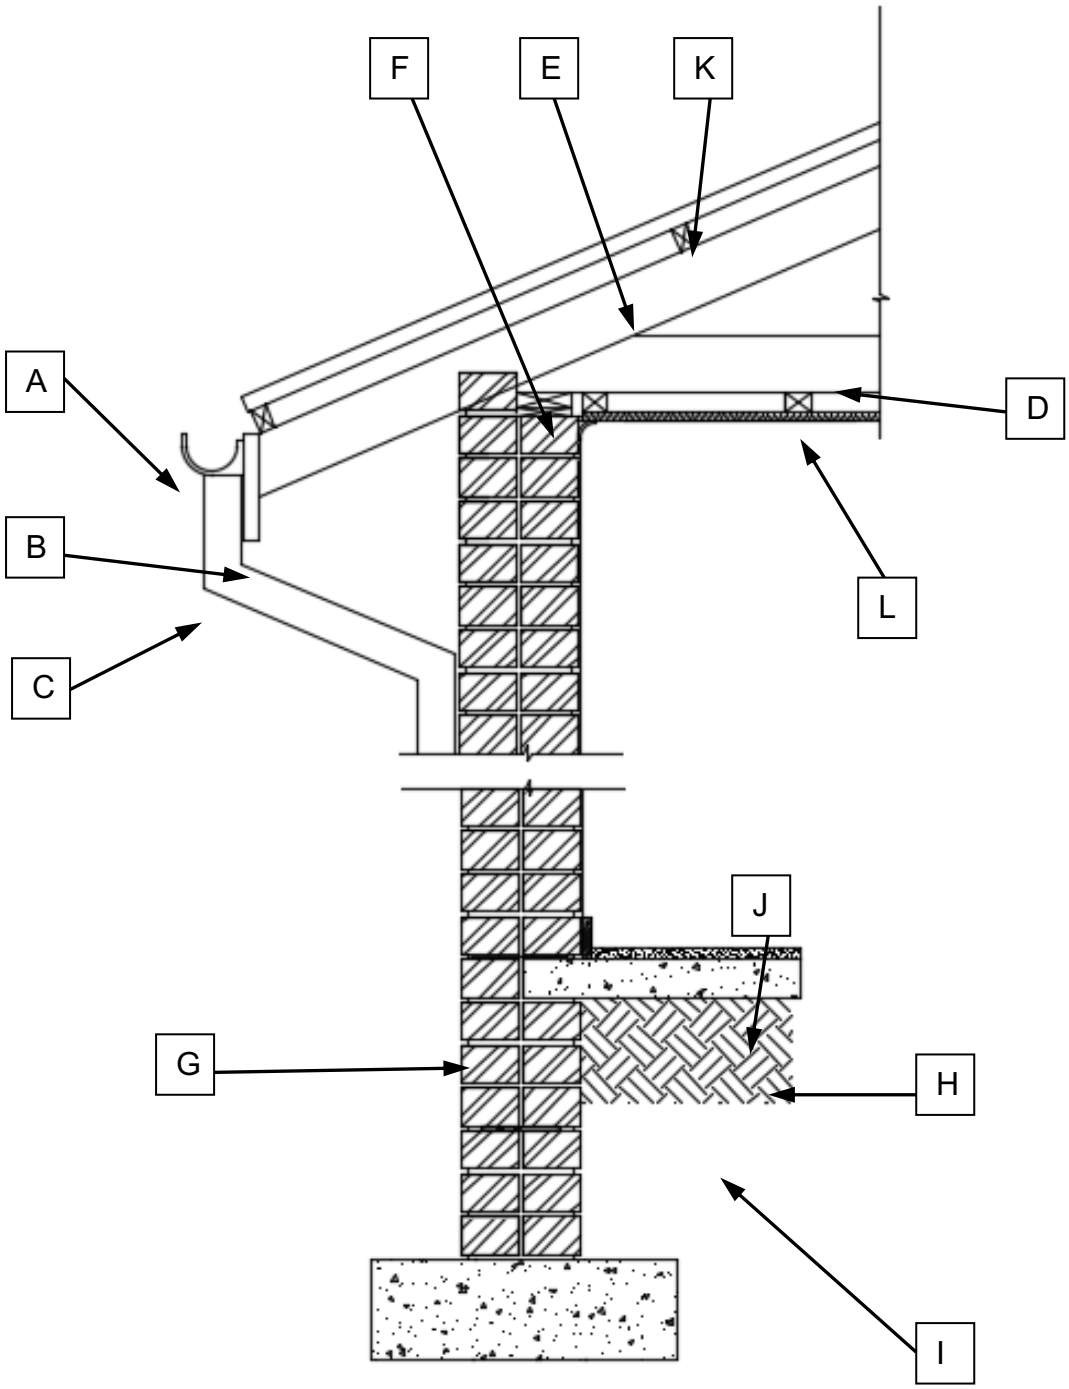

FIGURE 1
3.1 FIGURE 1 in the ADDENDUM (attached) shows a drawing of the superstructure of a building. Name the items in the superstructure by writing the answers next to the alphabet letters in the ANSWER BOOK. (12)